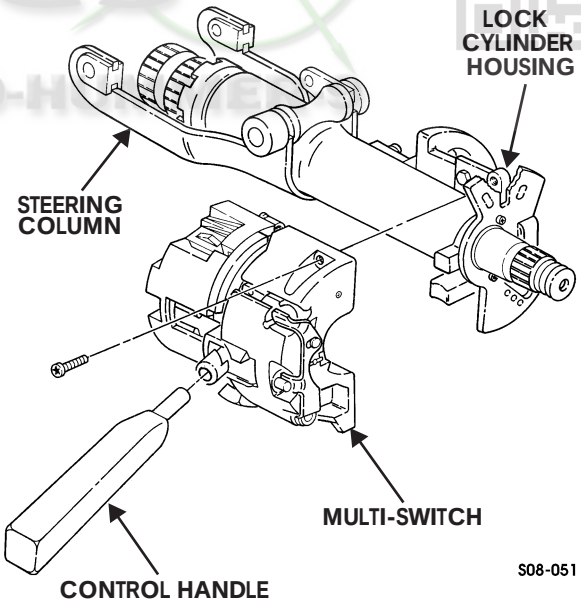

Figure 8-10: Steering Column Multi-Switch
3. Remove two screws and multi-switch from steering column (Figure 8-10).
1. Install control handle on multi-switch (Figure 8-10).
3. Remove two screws and the multi-switch assembly from the lock cylinder housing (Figure 8-10).
5. Install the multi-switch assembly on the lock cylinder housing with two screws. Tighten screws to 35-40 lb-in. (3.9-4.5 N•m) (Figure 8-10).
1. Remove two screws and the multi-switch assembly from the lock and switch housing (Figure 8-10).
5. Connect the multi-switch assembly to the lock and switch housing with two screws (Figure 8-10).